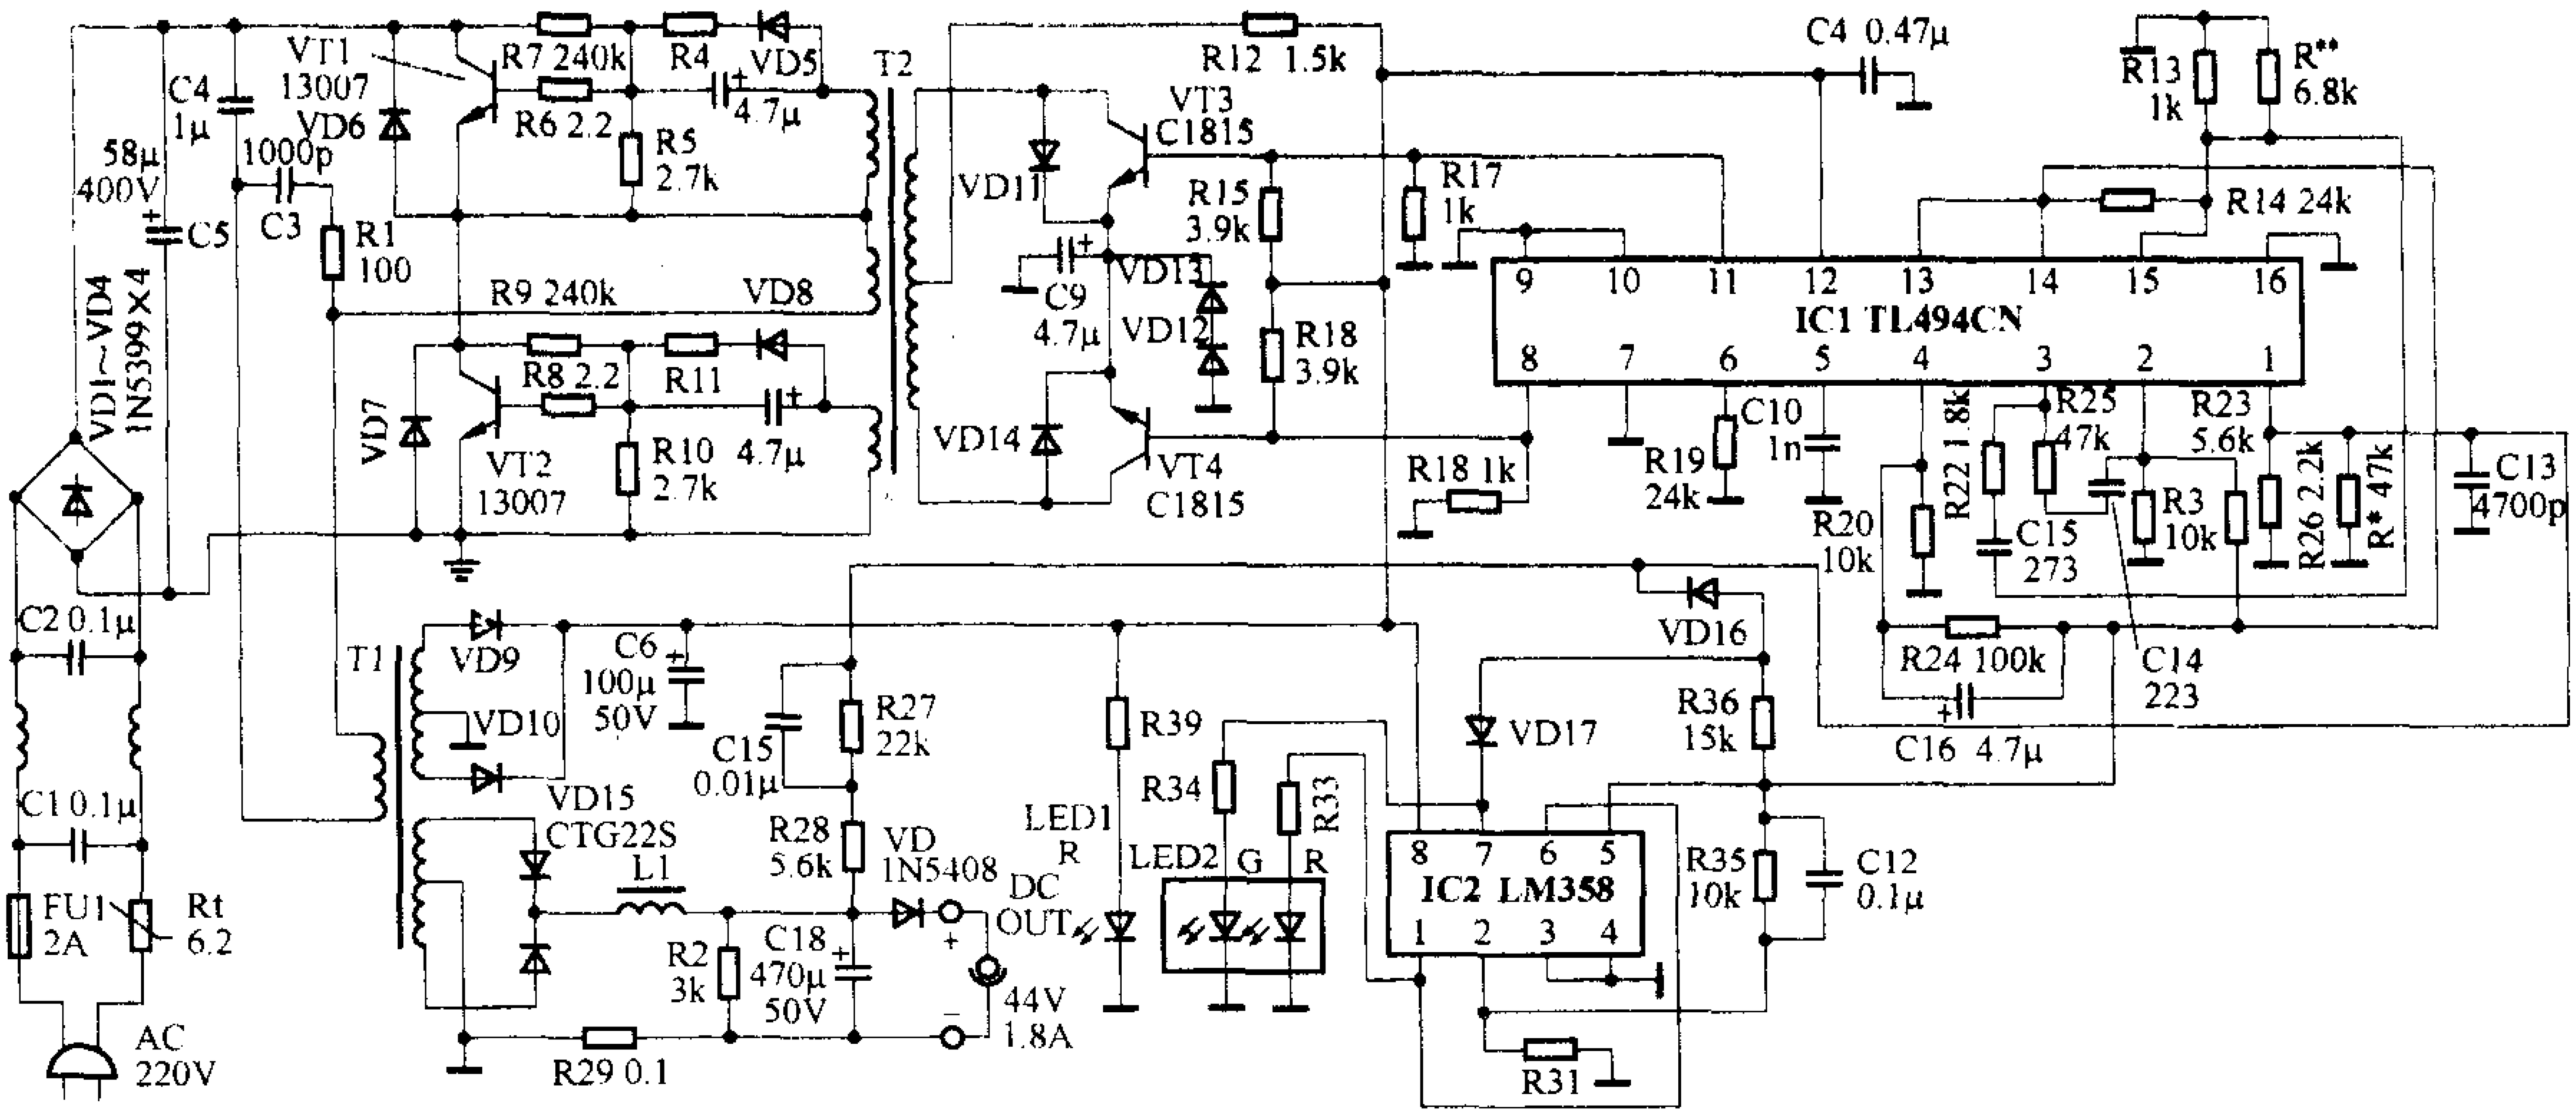

图19　采用TL494CH和LM358的杂牌充电器电路
11. 采用TL494和LM358的杂牌充电器图纸，见图19。